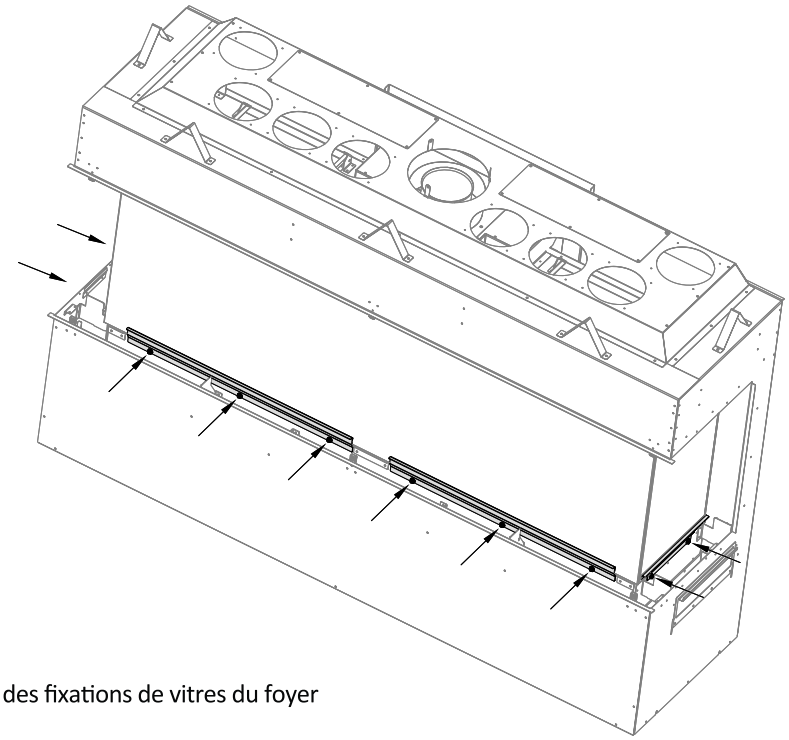

Figure 4.5 - Emplacement des fixations de vitres du foyer
3. Retirez les écrous 7/16 po qui retiennent la fixation de vitre supérieure et retirez cette fixation pour la vitre de façade, tel que montré à la Figure 4.5. Conservez cette fixation pour réinstaller la vitre.
4. Desserrez les écrous 7/16 po qui retiennent les fixations de vitre inférieures, tel que montré à la Figure 4.5. Vous n'avez pas besoin de retirer ces fixations.
4. Fixez la dernière fixation de vitre latérale avec les écrous 7/16 po. Serrez tous les écrous 7/16 po qui tiennent en place les fixations supérieures et inférieures, tel que montré à la Figure 4.5.